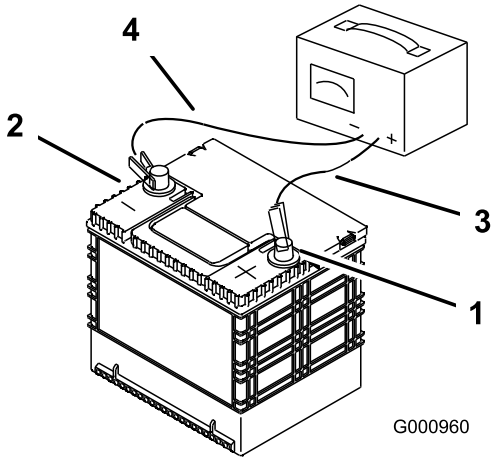

Figur 58
2. Når batteriet er fuldt opladet, skal du tage opladeren ud af stikkontakten og derefter frakoble opladningskablerne fra batteriets poler (Figur 58).